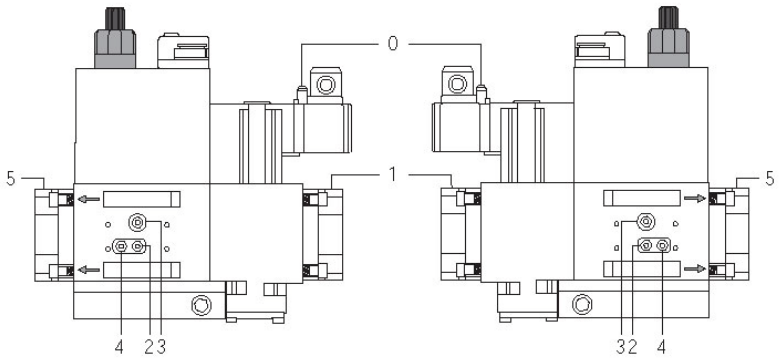
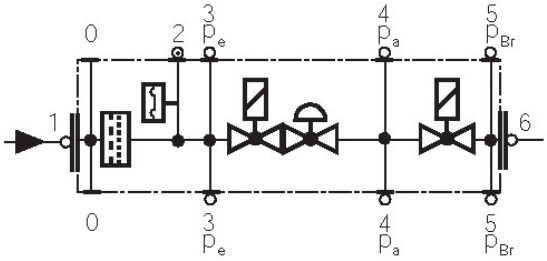

Fig. 27
Fig. 28
- Pulire o sostituire il filtro se la differenza di pressione fra i punti 1 e 2 (Fig. 27-Fig. 28) $\Delta p > 10$ mbar.